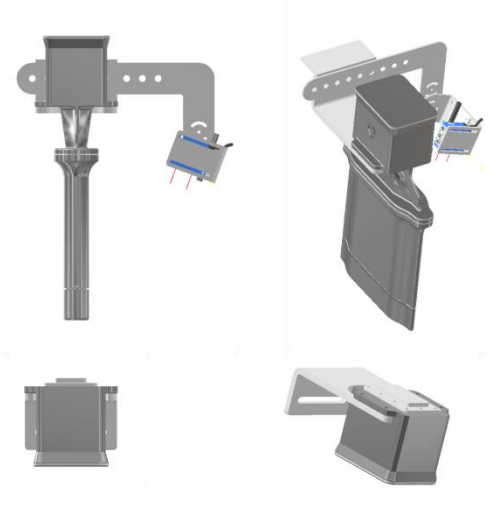

FIGURE 2: STAINLESS STEEL BASE PLATE FOR MOUNTING THE SENSOR MODULE AND THICKNESS SENSOR.
- ✓ Please foresee free space (minimum 50 cm) around the top measurement unit (TMU) to facilitate the installation of the product-thickness sensor and infrared temperature sensor at the antenna side as indicated in Figure 2.